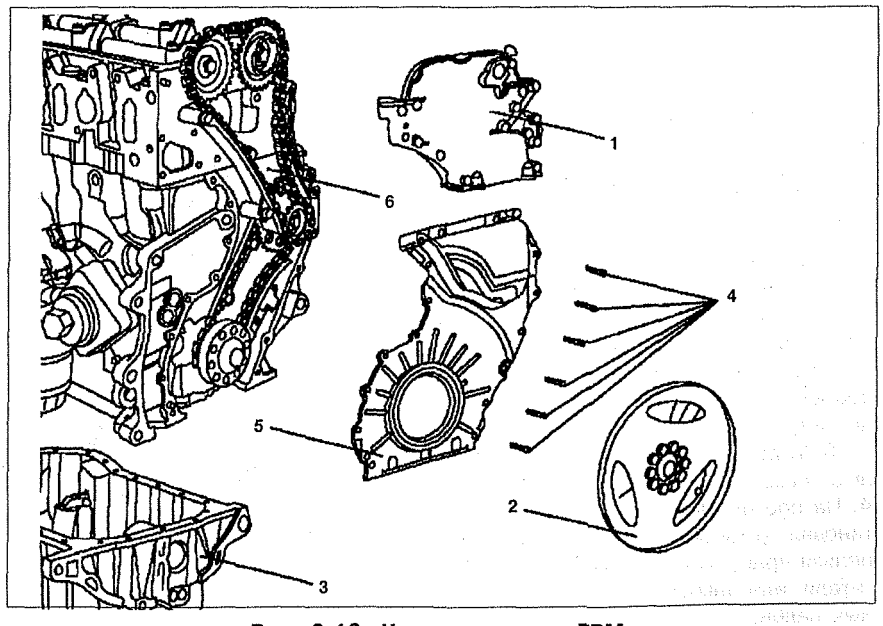

Рис. 3.16. Нижняя крышка ГРМ:
2. Снимите верхнюю крышку ГРМ **1** (см.рис.3.16).